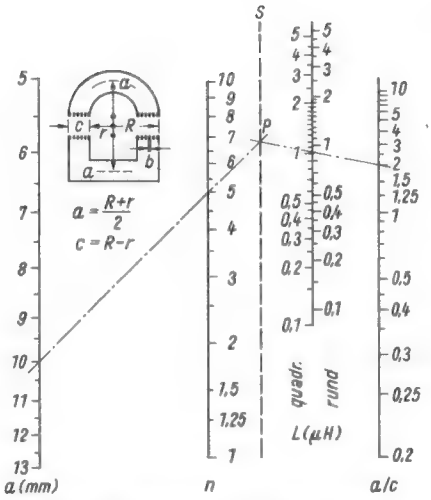

Bild 3. Nomogramm zur Berechnung ebener Spulen
H. E. Bryan hat empirische Formeln für runde sowie rechteckige Spulen ermittelt, die dem in *Bild 3* gezeigten Nomogramm zugrunde liegen. Es gilt, unabhängig vom Basismaterial